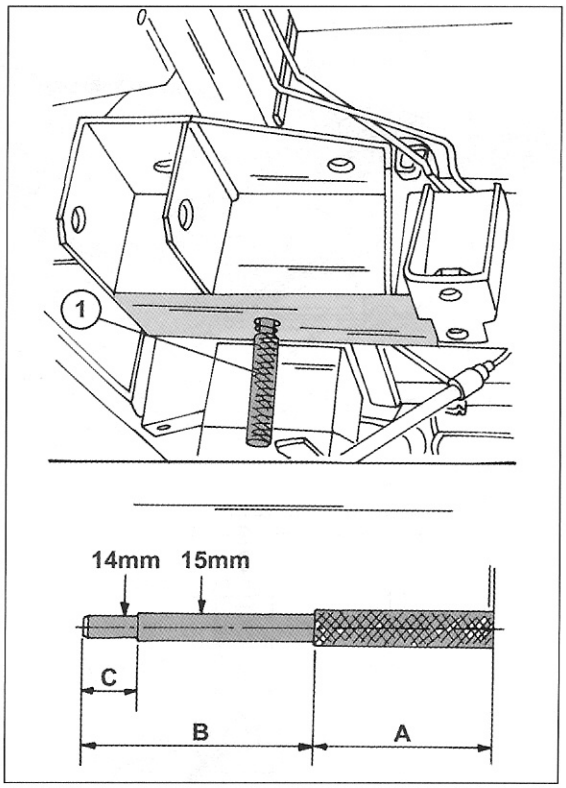

Bild 262
- Die Gummilager anbringen und den Querträger der Hinterradaufhängung in die ungefähre Lage heben, bis er fast ansitzt. Auf jeder Seite jetzt einen Führungsdorn an der in Bild 262 gezeigten Stelle in den Querträger und der Unterseite des Aufbaus einschieben. Der Bolzen sollte am Ende einen Durchmesser von 14 mm über eine Länge von 30 mm und danach einen Durchmesser von 15 mm über eine Länge von 100 mm haben. In der unteren Ansicht ist die Bemaßung für einen Bolzen gezeigt.